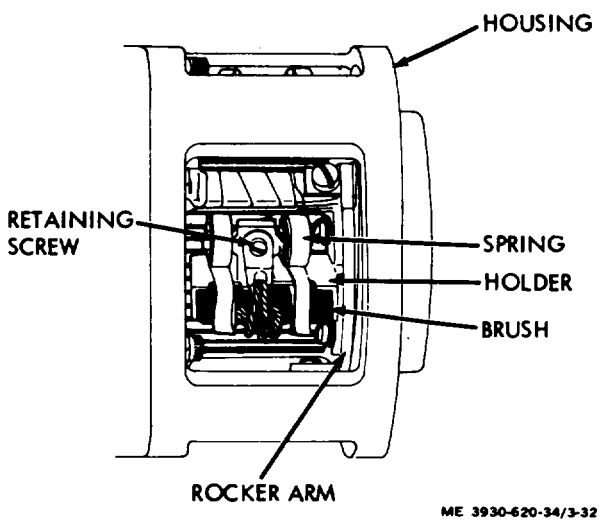

Figure 3-32. Hydraulic pump motor brush location.
c. Brush and Brush Holder Service. Dual pump motor brushes of high current-carrying capacity are precision fitted into broached brush boxes to insure proper brush alignment. A metal clip located on top of each brush provides a seat for the spring and also forms a stop device that prevents commutator scoring should brushes become excessively worn. Brushes require replacement when their length is 9/16 inch or less. Pump motor brushes may be changed without difficulty whenever pump motor has been removed from lift truck, however, brushes may be changed if pump motor is installed on lift truck by performing the following. (fig. 3-32.)